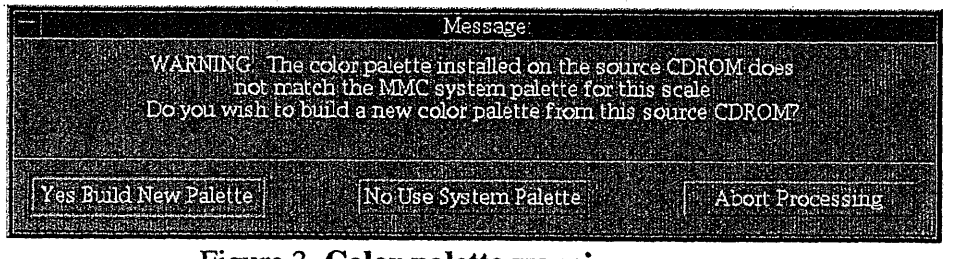

Figure 3. **Color palette warning message**
f. This CDROM contains a new color palette file, so a warning dialog box appears (figure 3) stating that the color palette installed on the CDROM does not match the MMC system palette. Click on *Yes Build New Palette.*